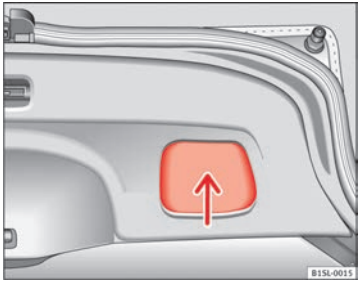

Fig. 23 Rear lid open: hand grip ▶
- Grab the handgrip inside the rear lid ⇒ Fig. 23 (arrow).